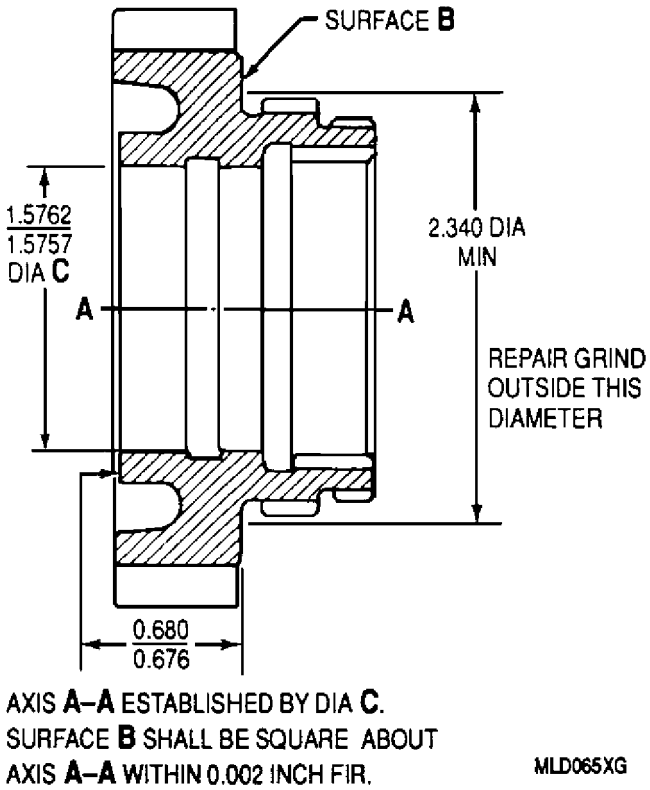

Figure 20. Starter Spur Gear − Rear Face Repair
a. Remove wear damage from gear Surface B (figure 20) as follows:
(1) Grind Surface B area removing minimum material required to remove damage. Do not reduce gear thickness below 0.673 in. and maintain 63 RMS surface finish.
(2) Gear is serviceable if damage is completely removed. If damage is not removed, chrome−plate repair surface per following step.